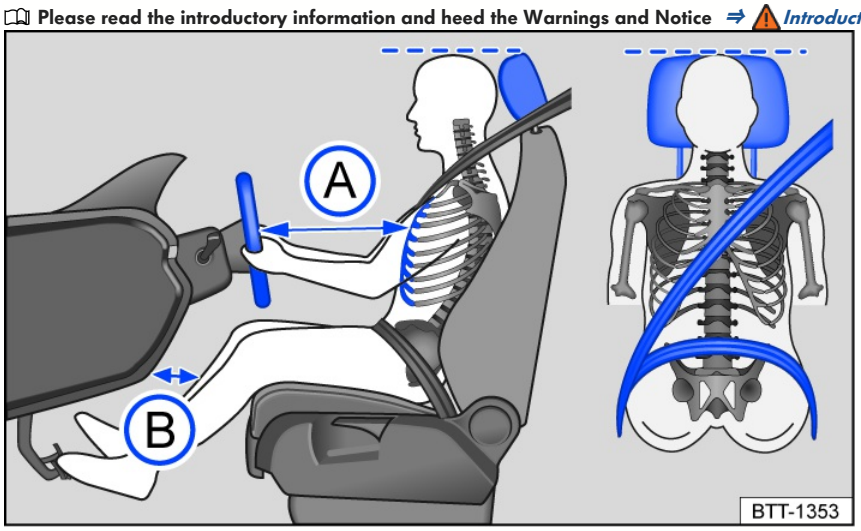

Fig. 14 General example: correct distance between the driver and the steering wheel, correct safety belt routing and correct head restraint adjustment.
- Adjust the head restraint so that the upper edge of the head restraint is in line with the upper portion of the head as much as possible, but not lower than eye level. Position the back of the head as close as possible to the head restraint *fig. 14*.
- Adjust the steering wheel so that the distance between the steering wheel and your chest is at least 25 cm (around 10 inches) *fig. 14* and you can hold the steering wheel firmly at the sides with both hands and your elbows slightly bent.
- Adjust the forward/back position of the driver seat so that you can press the pedals while your legs are slightly bent and there is at least 10 cm (around 4 inches) of space between the instrument panel and your knees *fig. 14*.